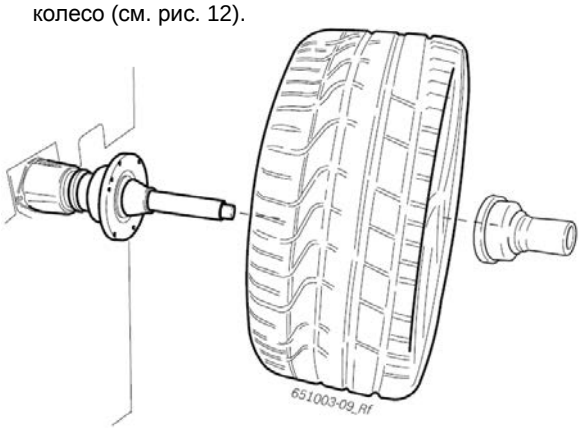

Рис. 12. Установка на вале колеса и зажимной головки.
3. Установите на вале (фланце) подходящий конус и колесо (см. рис. 12).
2. Стяните с вала зажимную головку (см. рис. 12).